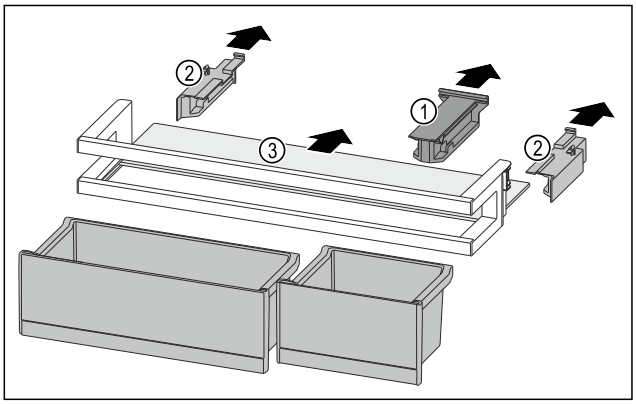

Fig. 165
▶ Desprindeți piesa de susținere *Fig. 165 (1)*.
▶ Desprindeți piesele laterale *Fig. 165 (2)*.
▶ Extrageți raftul *Fig. 165 (3)*.